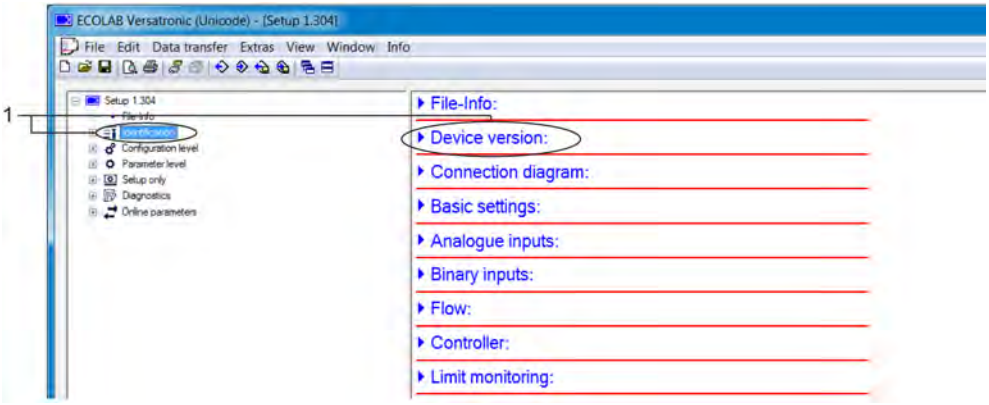

Fig. 97: Device version
3. On the *'Versatronic'* Setup Program, call the menu item "Device version" by double-clicking. (See Fig. 97 .)